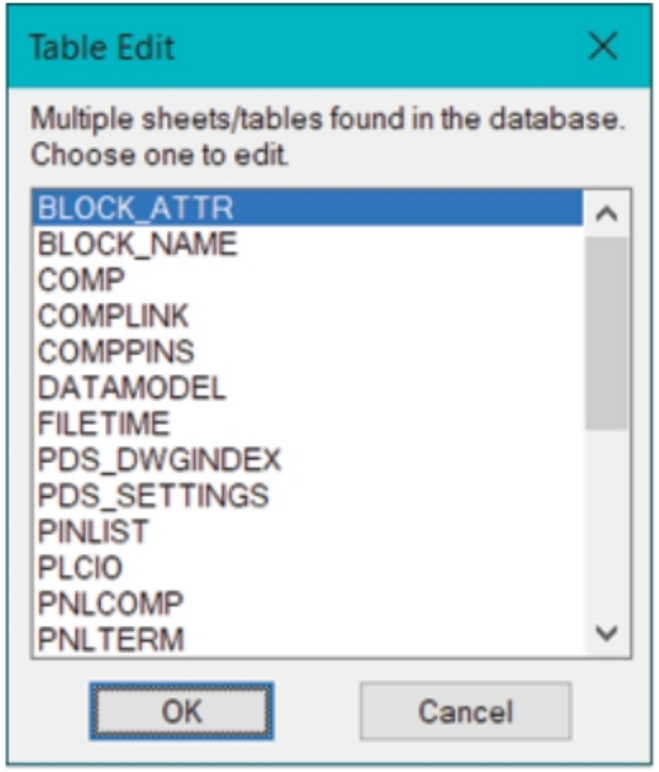

Figure-35. Table Edit dialog box
- Select desired database file using the options in the dialog box. Click on the **Open** button from the dialog box. The **Table Edit** dialog box will be displayed; refer to Figure-35.